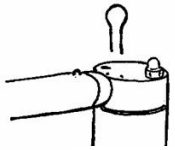

Abb. 25
- Stecken Sie die Verschlußgabel in den Ventilkopf. Drehen und schieben Sie das Schlagrohr dabei so lange hin und her, bis sich die Verschlußgabel bis zum Anschlag einstecken lässt. (Abb. 25)